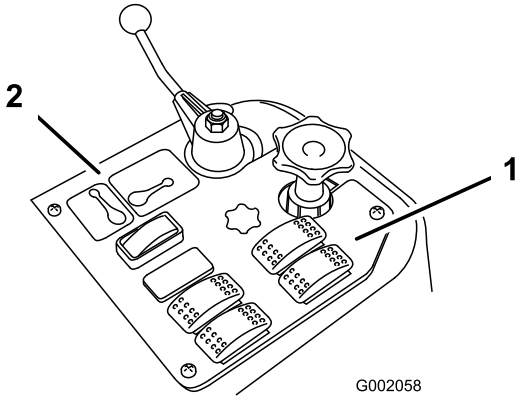
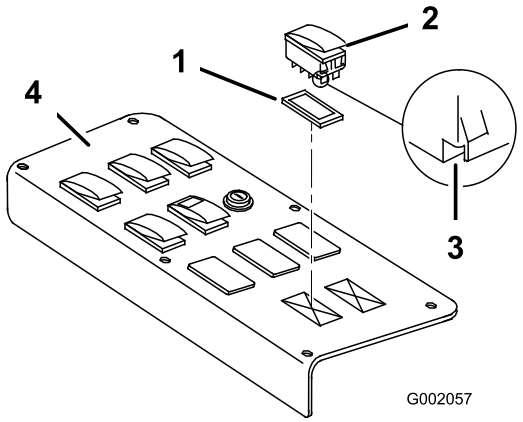

Figur 24
Figur 25
2. Løft og fjern de 2 propper fra sprøjteenhedens kontrolpanel på køretøjet, og monter de 2 medfølgende vippekontakter i åbningerne (se Figur 24 for Multi Pro 1200 og Figur 25 for Multi Pro 1250).
Bemærk: Sørg for, at kontakternes retning svarer til den viste retning i Figur 25, hvor hakket peger mod køretøjets bagende.